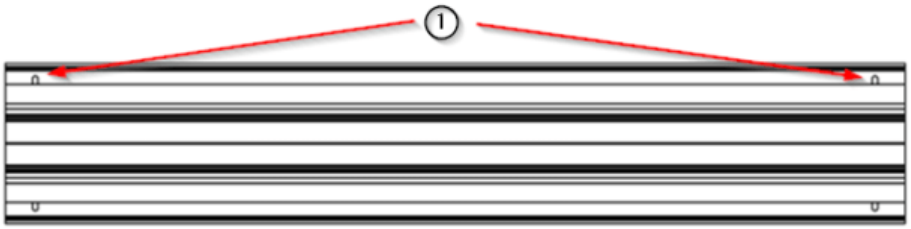

Fig.6 Pontos de ancoragem do equipamento N270
Para a instalação do aparelho, existem duas filas de pontos de fixação na parte de trás do aparelho. O número e a distância destes pontos de fixação variam em função do comprimento do aparelho e são definidos no desenho de instalação correspondente fornecido com o aparelho. Ver Fig. 6.
- Localize os pontos de ancoragem do equipamento ① indicados no desenho de instalação em anexo (ver Fig. 6).